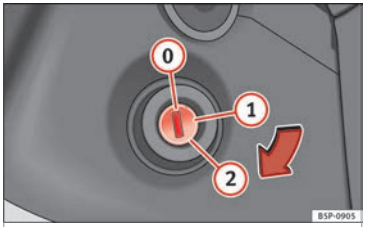

Fig. 79 Vehicle key positions
Car keys ››› Fig. 79
3.	Turn the key in the ignition lock to position »» Fig. 79 (2); do not press the accelerator.
5.	Turn the key in the ignition lock to position ››› Fig. 79 ⓪.